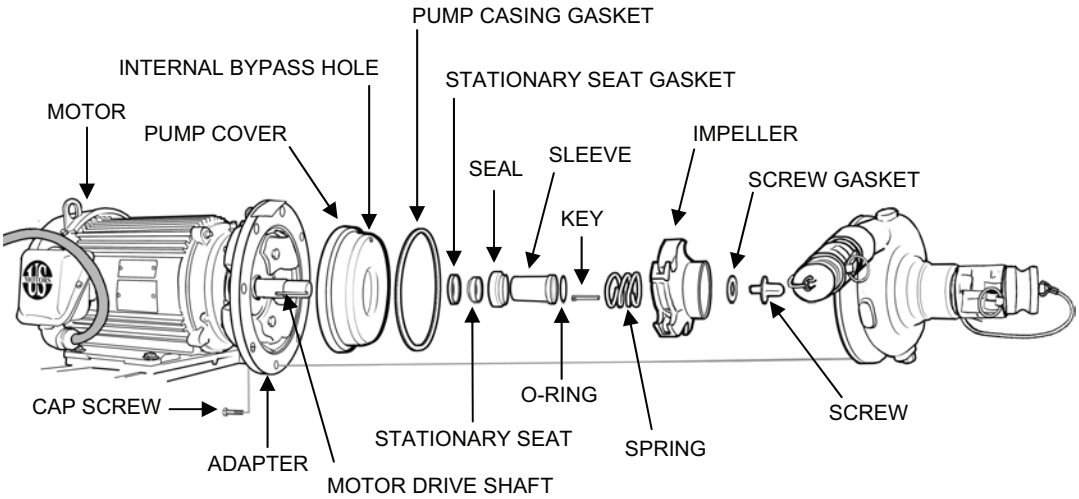

Figure 15. Seal Kit and Shaft Sleeve Installation.
4. Install a new seal kit (seal, stationary seat, seat gasket, and spring) and shaft sleeve as follows (see Figure 15):
6. Reinstall the pump casing as follows (see Figure 15):
c. Place the new pump casing onto the pump cover, apply sealing compound (WP 0038, Table 1, item 40) to the eight cap screws and secure the pump casing with the screws.